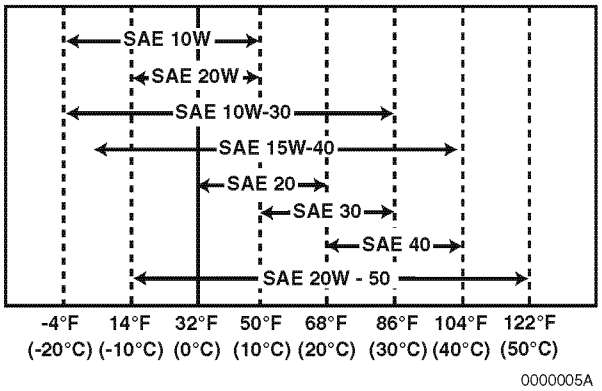

Figure 4-5
- Select the oil viscosity based on the ambient temperature where the engine is being operated. See the SAE Service Grade Viscosity Chart **(Figure 4-5)**.
Select the appropriate engine oil viscosity based on the ambient temperature and use the SAE Service Grade Viscosity Chart in **Figure 4-5**.